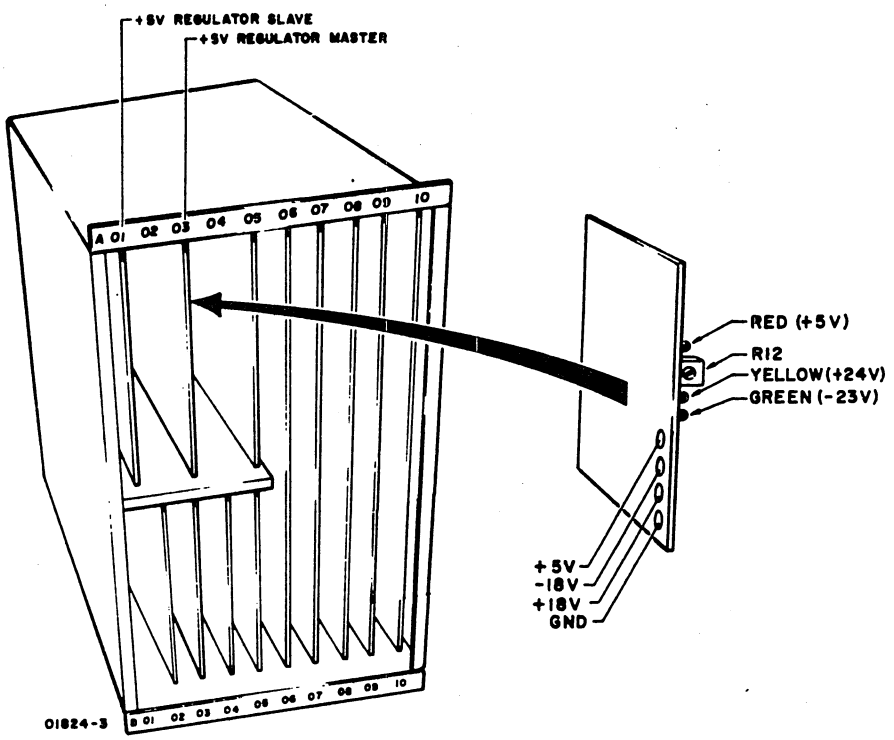

Figure 6E-33. +5 V dc Regulator Board Test Points
6. Apply the voltmeter black (-) lead to ground (GND) test point on the A03 board (figure 6E-33).
7. Apply the red (+) lead to the +5 V dc test point (figure 6E-33).
8. The meter should indicate +5 V dc. If the voltage is other than +5, adjust to +5 by turning the adjustment screw of potentiometer R12 (figure 6E-33). If this cannot be adjusted, replace the A03 card.
10. Apply the red (+) lead to the +18 V dc test point (figure 6E-33) and the black (-) lead to GND (figure 6E-33).